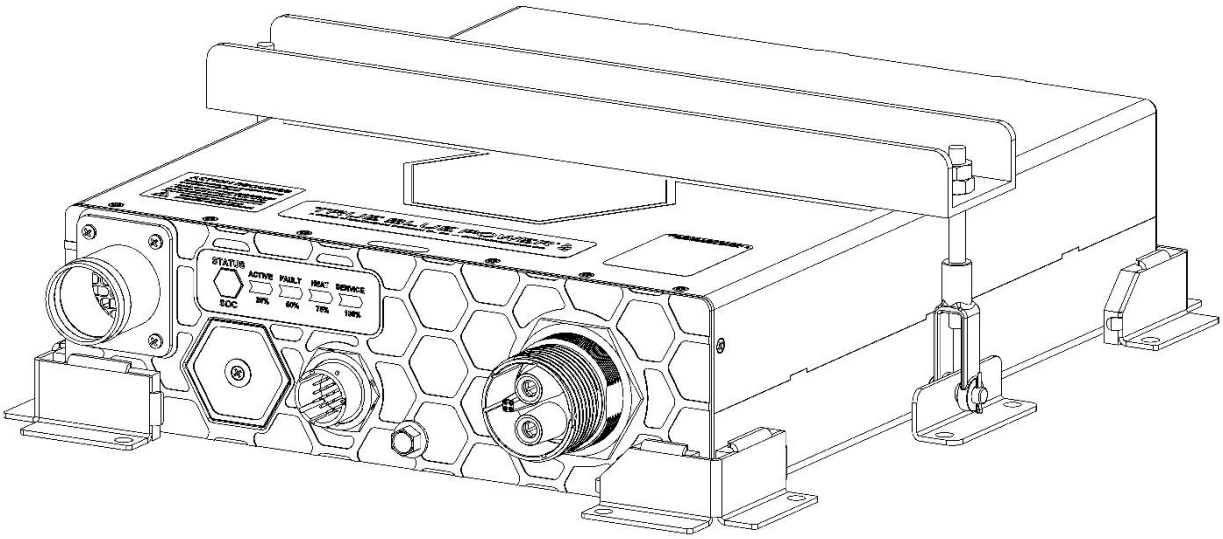

Figure 3.10
The mounting kit (refer to Figure 3.10 below) includes four corner brackets with silicone pads (1) , a 1/16” compression pad that is installed on the bottom of the battery (2) with adhesive (3) and the “U” channel bracket with adhesive and silicone pad (4,5,6) with holes to fit a ¼” threaded bolt. The additional hardware attaching the “U” channel to a hold-down mounting provision are not included (e.g. threaded rod, locking nut, clevis fork/pin, “L” shaped base mounting bracket) as each installation has specific spacing requirements and hardware to complete battery mounting.